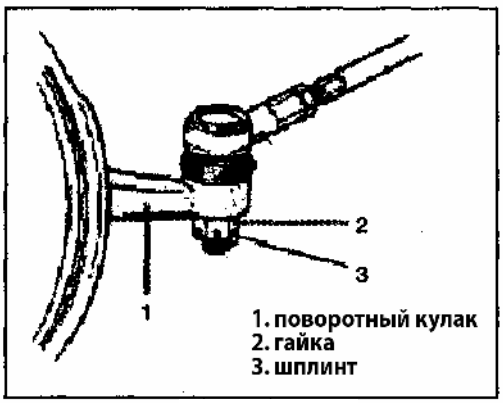

Рис. 429
6) Снимите шплинты и гайки с обеих поворотных кулаков (Рис. 429).